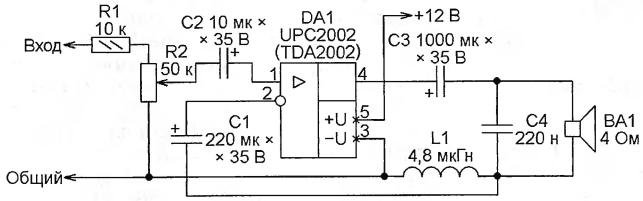

Рис. 2
**УМЗЧ для тревожной сигнализации (рис. 2 http://www.electronics-lab.com/projects/sensors/008/autoalarm_schematic.png).** По мнению автора разработки, введённая в цепь обратной связи УМЗЧ на микросхеме DA1 катушка индуктивности L1 улучшает разборчивость и субъективную громкость усиливаемых им тревожных сигналов (сирен полицейских, пожарных и медицинских машин). Сигналы генерирует не показанная на схеме микросхема UM3561 в типовом включении.